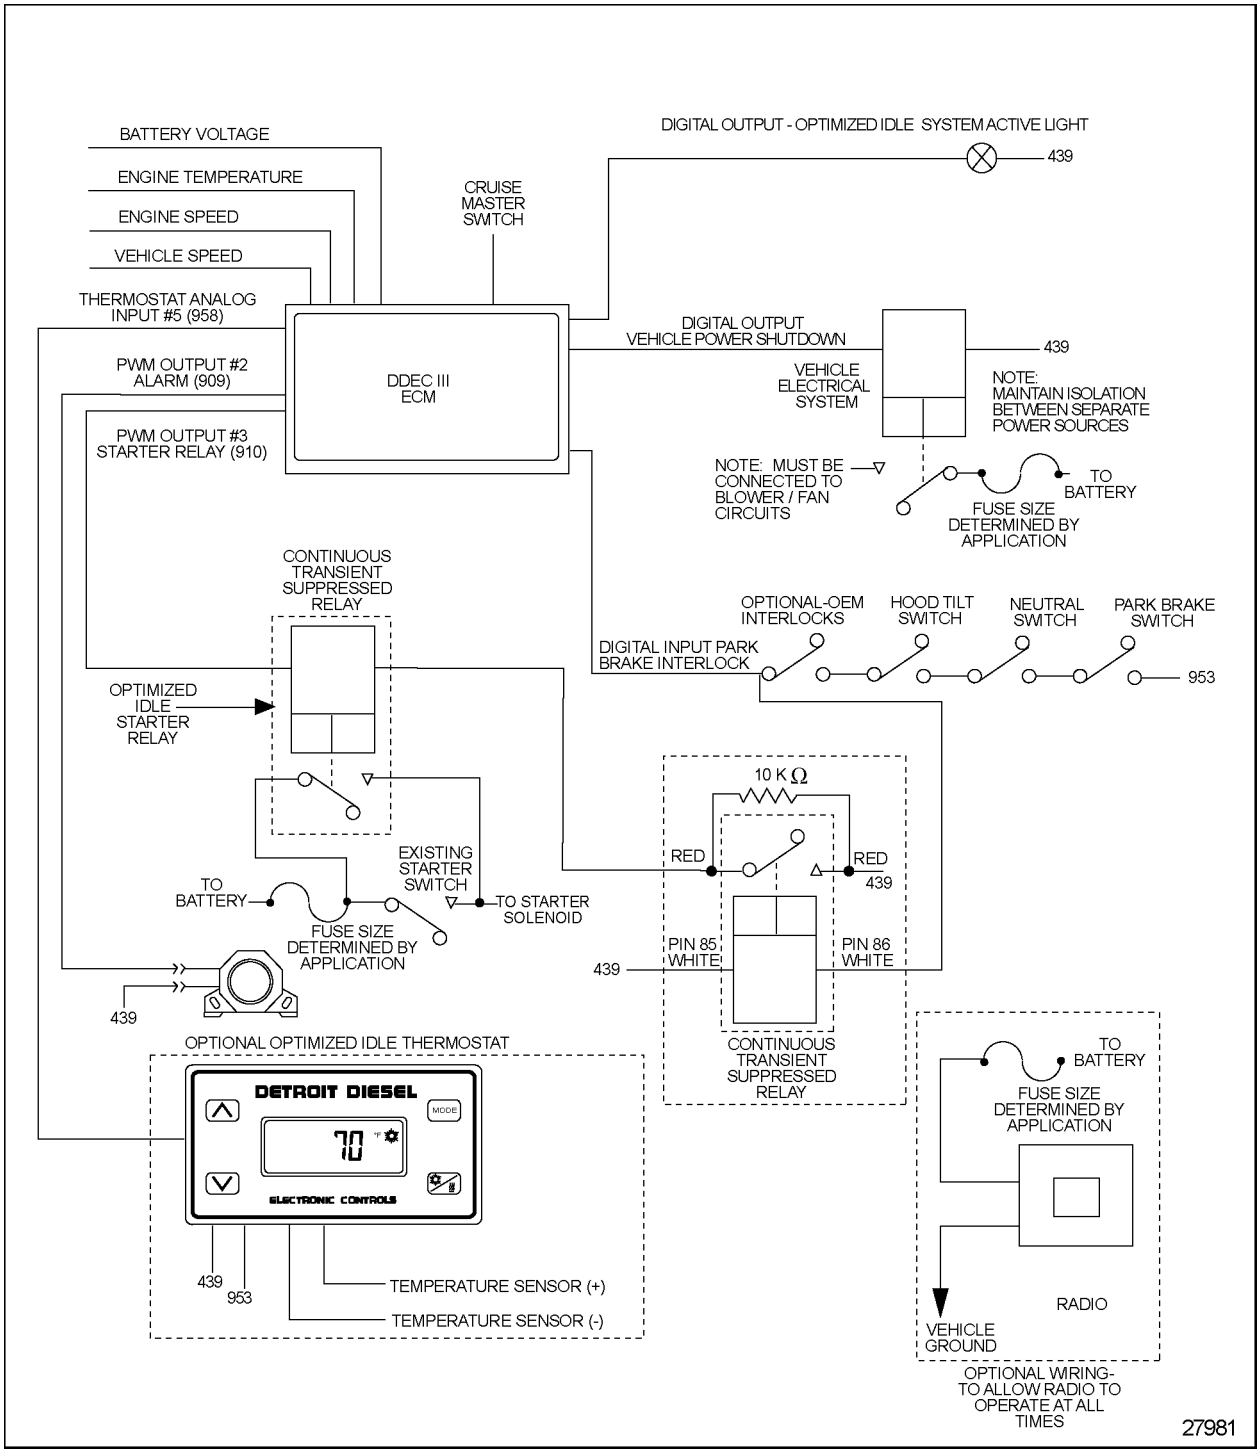

Figure 8-25 Optimized Idle System Overview
3. Locate Optimized Idle starter relay. See Figure 8-25.
1. Mount relay supplied in kit near Optimized Idle starter relay. See Figure 8-25.
7. Splice the pink wire (439) to DDEC wire 439.